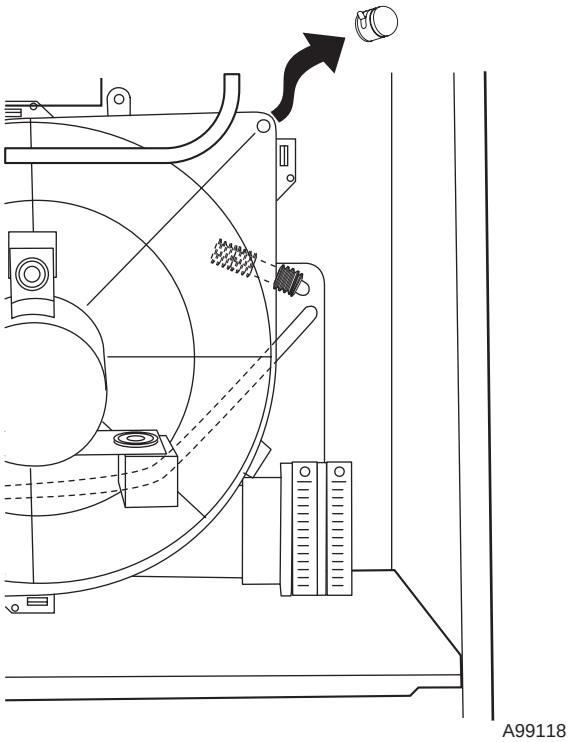

**Fig. 50—Inducer Housing Drain Cap**
1. Remove upper inducer housing drain connection cap. (See Fig. 50.)